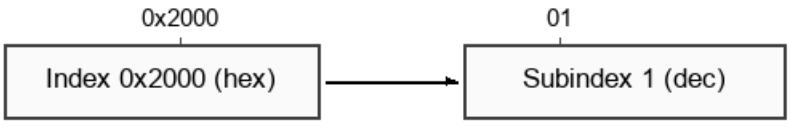

Figure B.4 Index/subindex writing rule
2. Writing rules: In this manual, the object dictionary index and subindex are written according to the rule shown in Figure B.4, where the index is in hexadecimal, the subindex is in decimal, and the two are separated by a space.